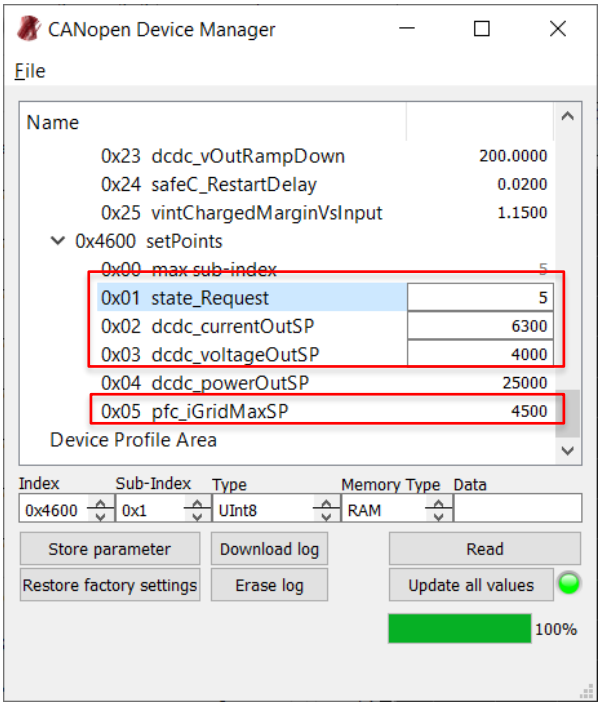

Figure 5 CANopen Device Manager
- To check that RPDO0 message has been correctly received, it is possible to verify the received values of RPDO0 objects in the CANopen Device Manger (see Figure 5).